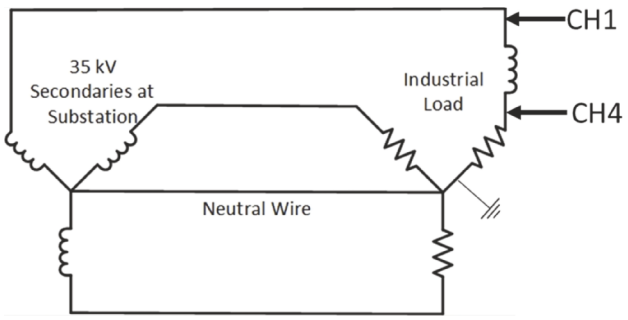

**FIGURE 3.56** (Step 26) Three phases including one inductive load. ⏎
Turn off the DC power to the 3PG. In this step you will add an inductor in series with the 250 Ω resistive load to move the power factor away from 1. Find the 50 mH inductor – it is black and about the size of a pinky finger, and marked with '503.' Measure the DC resistance of the inductor wires using the DMM. Make a note of it and keep that for later. Use alligator-clip leads to insert the inductor into the circuit as shown in Fig. 3.56.
27. **Observing phase shift between voltage and current in inductive load.** The total load is now the series combination of the resistor and inductor, so its impedance has both real and imaginary components. Copy the schematic of the source and inductive load from Fig. 3.56 into your notebook. To calculate the components of the power triangle for Load-A, including power factor, you will need to measure the phase between the current and voltages at the load as follows: CH1 across Ph-A is the *RMS* voltage across the entire Load-A; CH4 across just the resistor provides the *RMS* current through the load $v = iR$. Note: *do NOT connect any grounds to the load board at 2,3* because the ground wire will provide an alternative current path around the neutral line, and later you will want to know the current in the neutral line.